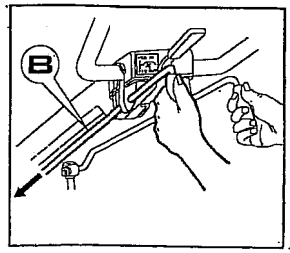

Fig. 9
c) Conectar la palanca conexión toma de fuerza «B» (Fig. 9).